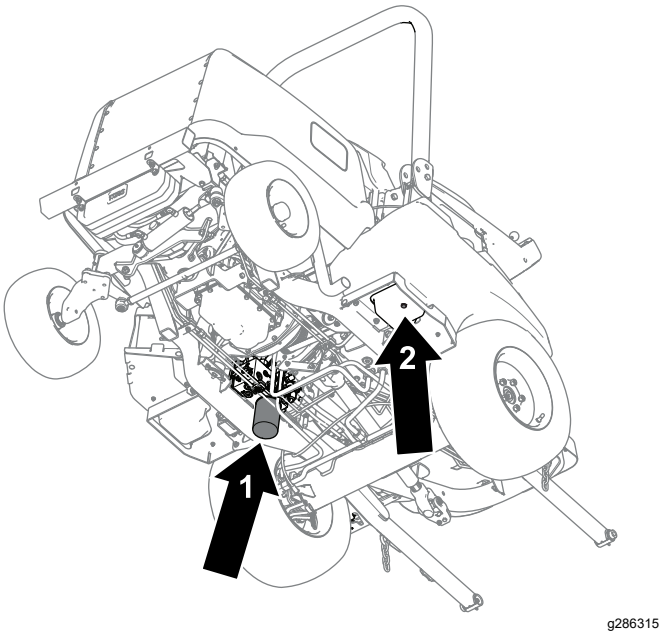

Figura 85
4. Retire el tapón de vaciado (Figura 85) de la parte inferior del depósito y deje que el fluido hidráulico se drene en el recipiente.
6. Coloque un recipiente de vaciado debajo del filtro (Figura 85), retire el filtro y deje que se drene cualquier aceite restante en el recipiente.